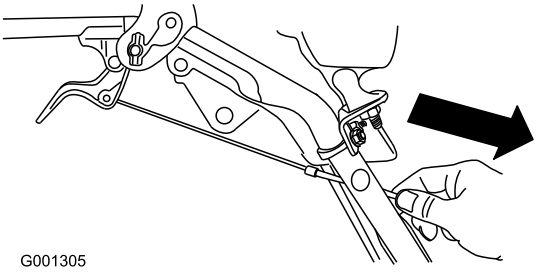

**Figur 8**
1. Kabelklämma (2)
4. Dra försiktigt ned kabelhöljet tills hjulkopplingsspaken dras ned och kabeln inte längre är slak, dra sedan åt muttern på kabelklämman ordentligt (Figur 8).